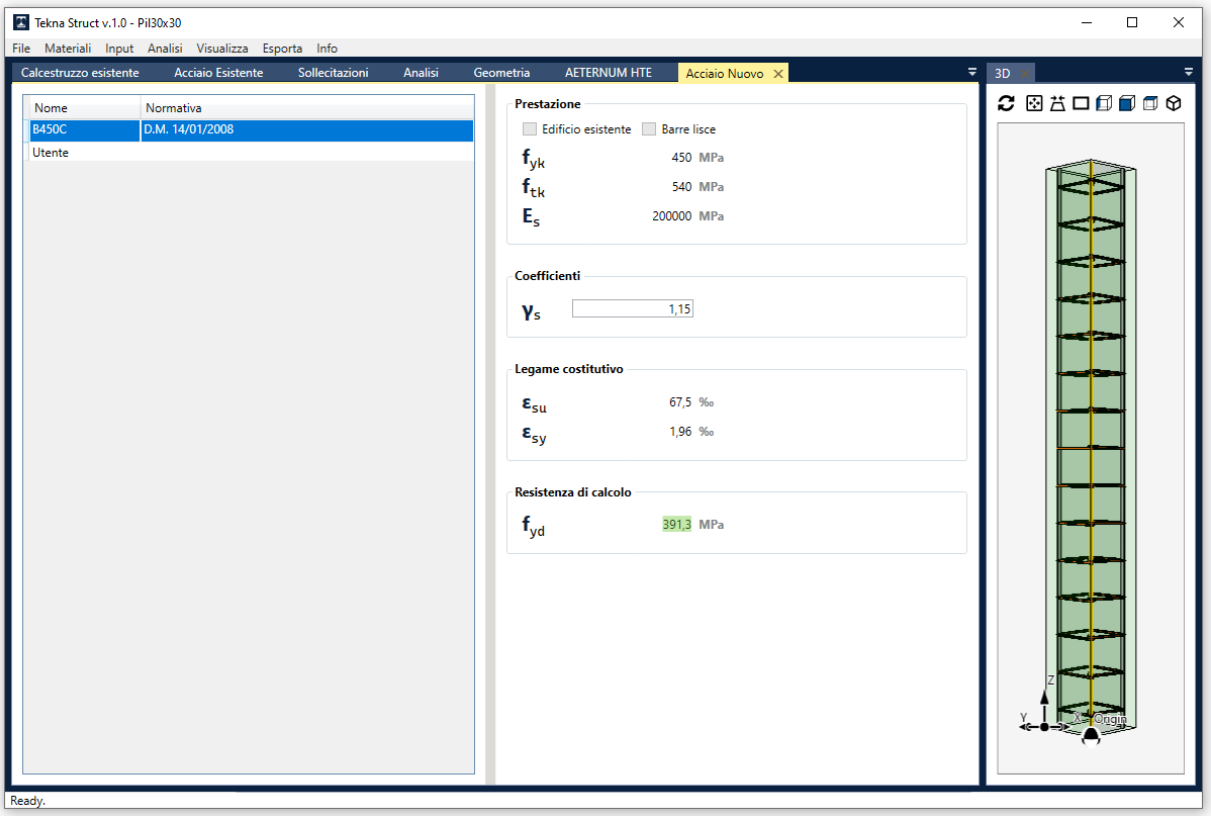

Fig. 18 – Menu Acciaio nuovo
- il ferro d'armatura delle eventuali armature integrative (Fig. 18): l'utente può modificare eventualmente il coefficiente di sicurezza parziale γ_s utilizzato per l'acciaio B450C; la possibilità di impostare un valore unitario per γ_s consente all'utente di calcolare il momento resistente ultimo con il valore caratteristico della resistenza dei materiali aggiunti, da utilizzare per la valutazione della sollecitazione di taglio agente sugli elementi/meccanismi fragili, in riferimento al Par. C8.7.4.2.1 della Circolare esplicativa n. 7 del 21/01/2019;